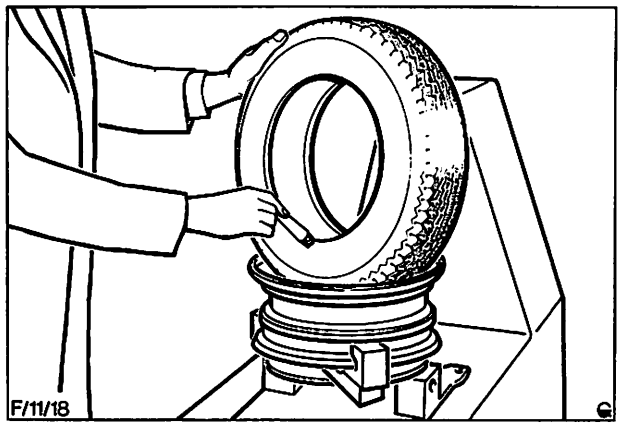
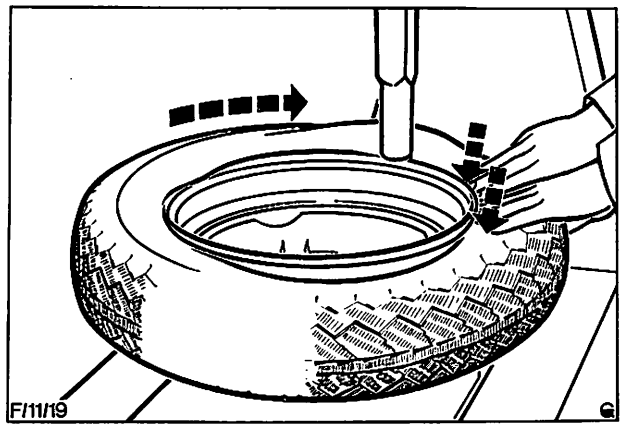

Abb. 15 Reifenwulst vor dem Aufziehen des Reifens einschmieren
Abb. 16 Aufziehen des Reifens auf die Felge
6. Neuen Ventilkörper einsetzen und Reifen auf vorschriftsmäßigen Sitz überprüfen. Reifenwulst schmieren, Abb. 15, und Reifen auf Felge aufziehen, Abb. 16. Beim Aufziehen des Reifens darauf achten, daß der „aufgezogene" Teil der Wulst richtig im Felgenbett liegt, damit der verbleibende Teil der Wulst leichter über den Felgen rand rutscht.